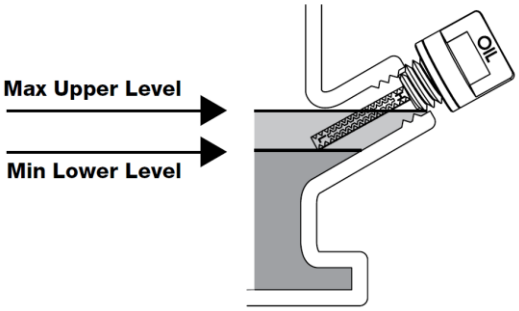

Figure 13
2. Install the Dipstick but DO NOT screw it in (***Figure 13***). Remove the Dipstick and check the Oil level. Continue adding Oil as needed, until the Oil reaches the full mark (Max Upper Level). Be careful not to overfill.